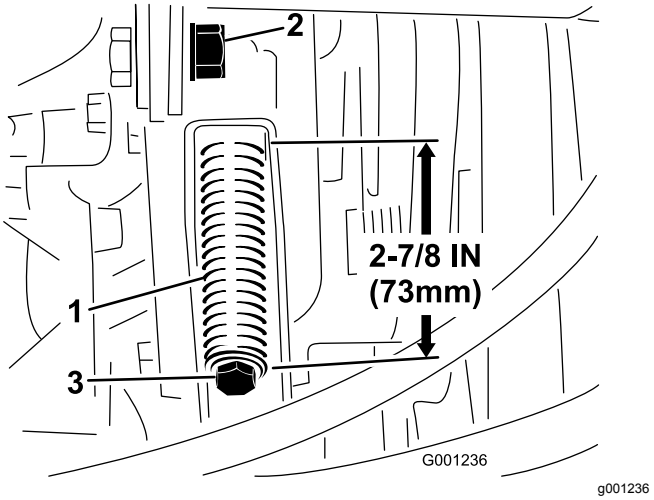

Figuur 75
3. Draai de contramoer van de spanstang los (Figuur 75).
4. Gebruik een ½ inch sleutel om de spanveer van de riem strakker of losser te zetten (Figuur 75). Stel de veer in tot ze een lengte van 73 mm heeft.
4. Zet de spanveer van de riem (Figuur 75) met behulp van een ½ inch sleutel helemaal los.
6. Plaats de nieuwe aftakasriem en stel de poelieveer weer in op een lengte van 73 mm (Figuur 75).
7. Draai de contramoer vast (Figuur 75) en sluit de motorkap.